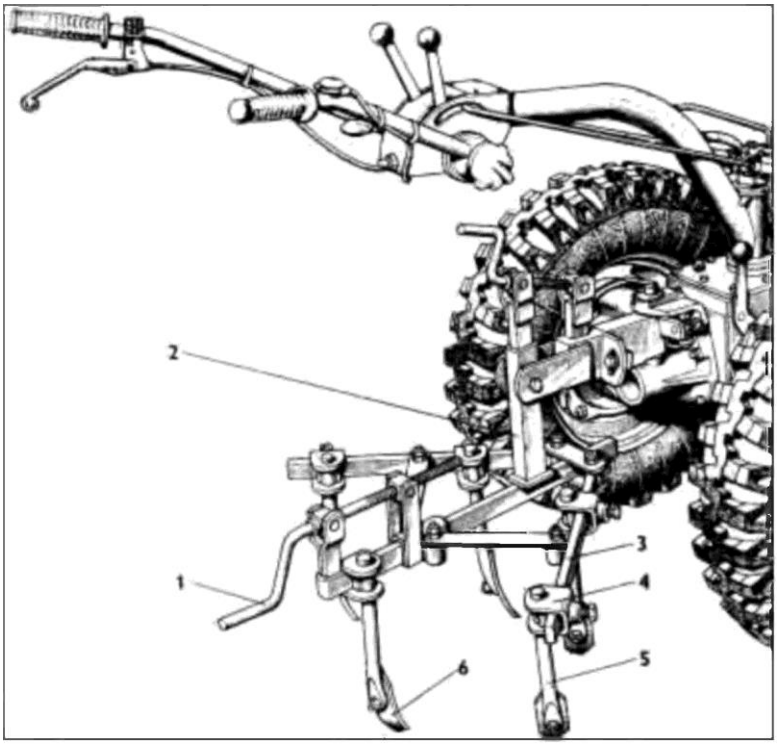

Rysunek 21 - Motoblok agregowany z kultywatorem
1) Przymocuj kultywator do motobloku (rys. 21).